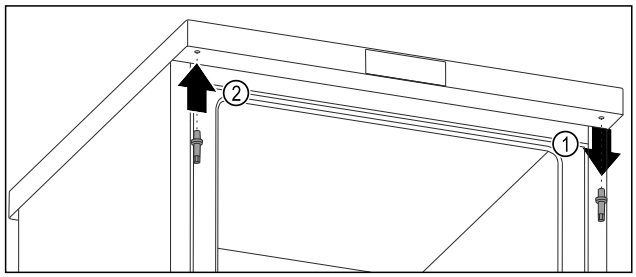

Fig. 14
▶ Extrageți prin rotire bolțul superior cu cheia cu hexagon exterior. *Fig. 14 (1)*
▶ Înșurubați ferm bolțul pe partea opusă cu cheia cu hexagon exterior. *Fig. 14 (2)*